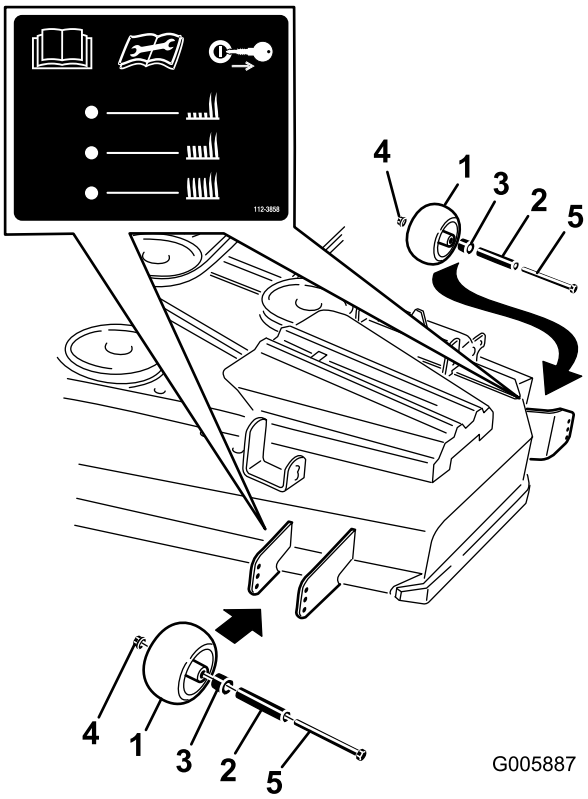
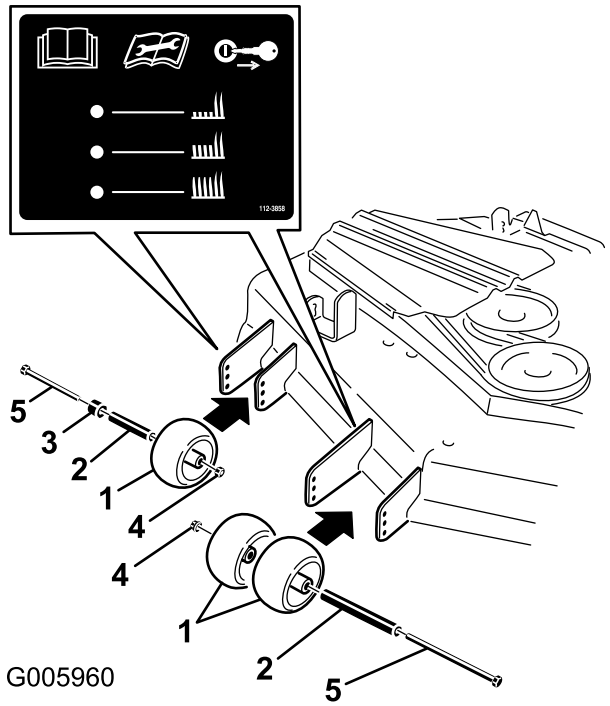

Figur 19
Figur 20
3. När du har ställt in klipphöjden kan du justera valsarna genom att lossa flänsmuttern, bussningen, distansbrickan och bulten (Figur 19 eller Figur 20).
Obs: De två mellersta valsarna kommer inte att ha en distansbricka (Figur 19 eller Figur 20).
5. Montera flänsmutterns bussning, distansbricka och bult. Dra åt till ett moment på 54–61 Nm (Figur 19 eller Figur 20).